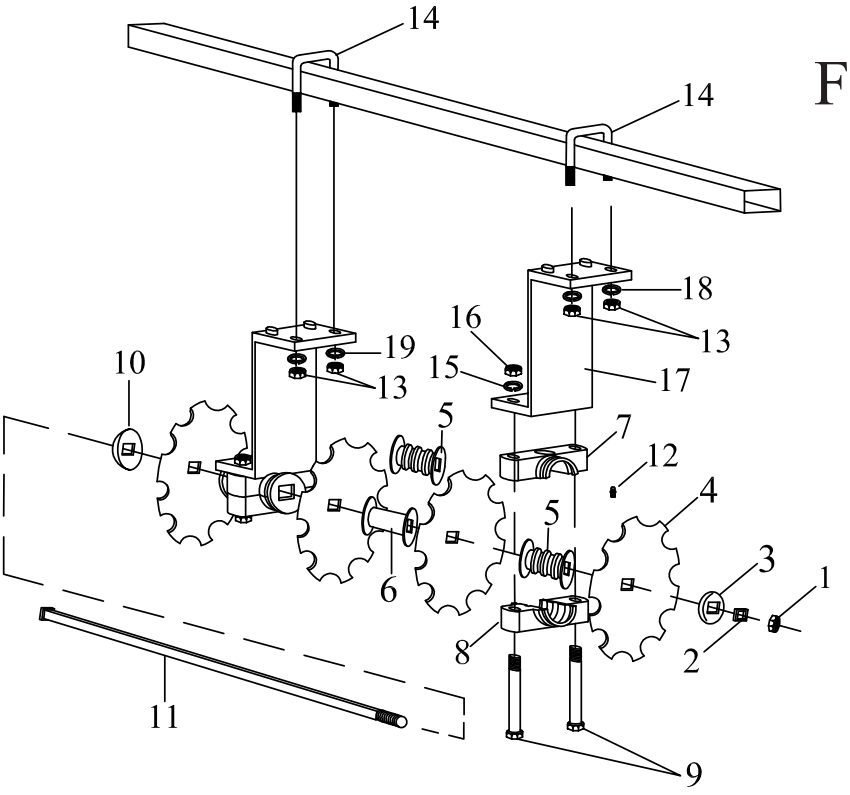

FIG. 1
When gang component replacement is required, carefully observe all safety issues. Place unit on level ground prior to gang drop. Also make sure that gangs are blocked to keep them from rolling in either direction. After unit is lowered to ground and gangs are secure, loosen nuts on all hex bolts holding hangers to main frame (item 10). Observe the sequence and location of each gang component and refer to the gang diagram on Figure 1 for removal and replacement of the desired component. After replacement is completed reinstall gang parts in proper order as shown on gang diagram on Figure 1. Make sure that the gang nut on the gang axle is properly tightened after replacements are made. Refer to " Bolt Tightening Torque Chart" on page 16 for proper torque.